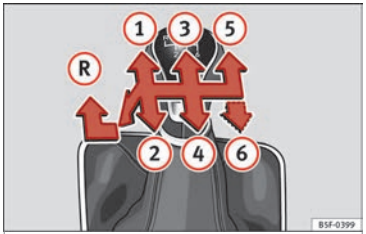

Fig. 54 Gear shift pattern of a 5 or 6-speed manual gearbox.
The position of the gears is indicated on the gearbox lever ››› **Fig. 54**.
- With the gearbox lever in neutral, push it downwards, move it to the left as far as it will go and then forwards to select reverse ››› **Fig. 54** (R).